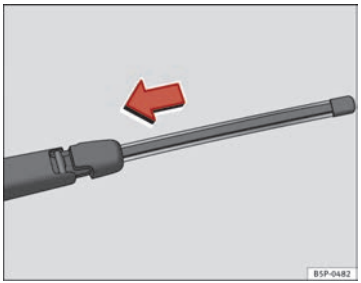

Fig. 134 Fitting the rear window wiper blade
– Place the blade as shown in the ⇒ Fig. 134 and slide the adapter along until it engages.